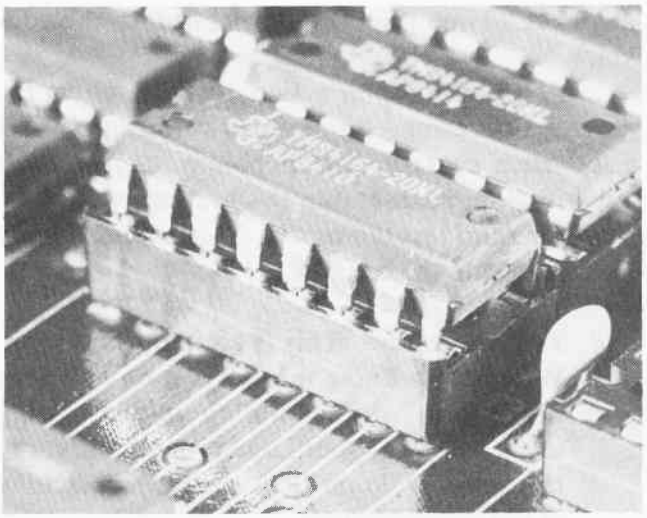

Fig. 3-6. Once each row of pins has been started into the socket, press down gently to complete the chip insertion.
c. With the chip at a slight angle, press down gently, causing the row of pins in contact with the socket to bend slightly, which lets the other row of pins slip easily into their sockets, as shown in Fig. 3-6.